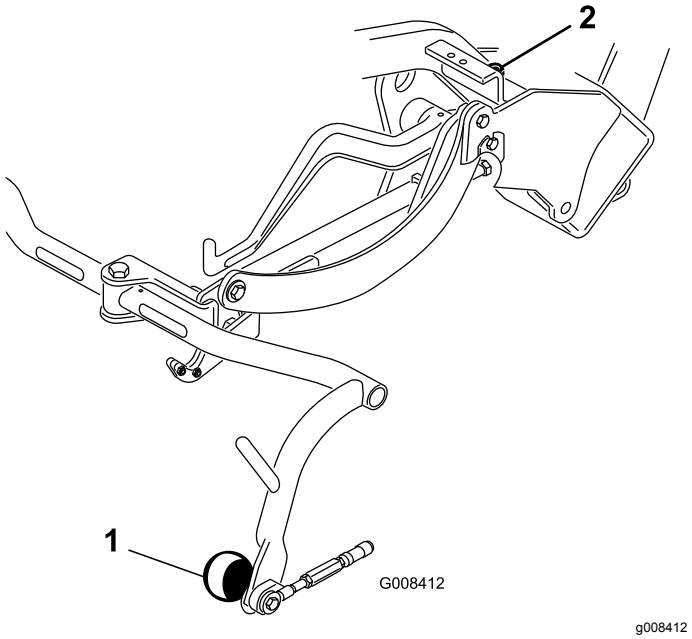

Rysunek 9
3. W razie potrzeby wyregulowania odstępu poluzuj przeciwnakrętkę na śrubie ogranicznika ramy nośnej (Rysunek 9) i przekręcaj śrubę w górę lub w dół, aby unieść lub opuścić ramę nośną. Dokręć przeciwnakrętkę, aby zablokować regulację.